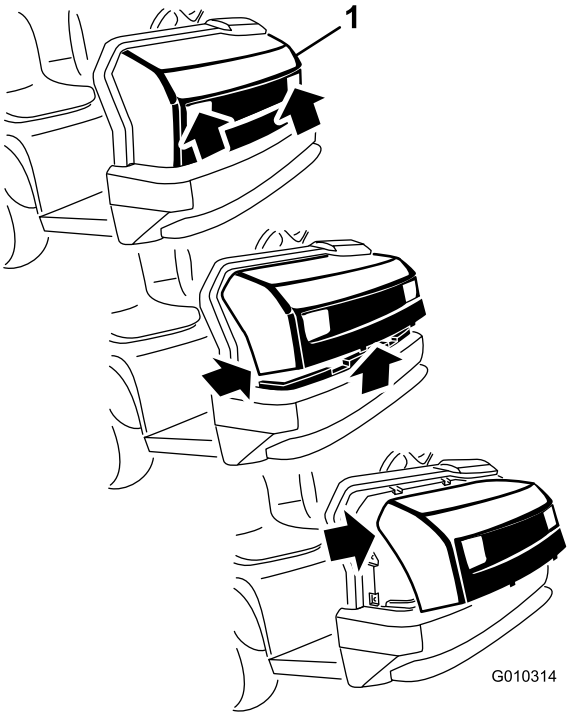

**Figur 35**
1. Mens du har fat i motorhjelmens forlygteåbninger, løfter du op i motorhjelmen for at frigøre de nederste monteringstapper fra stelrillerne (Figur 35).
2. Drej den nederste del af motorhjelmen opad indtil de øverste monteringstapper kan trækkes af stelrillerne (Figur 35).
3. Drej den øverste del af motorhjelmen fremad, og kobl ledningsstikkene af forlygterne (Figur 35).